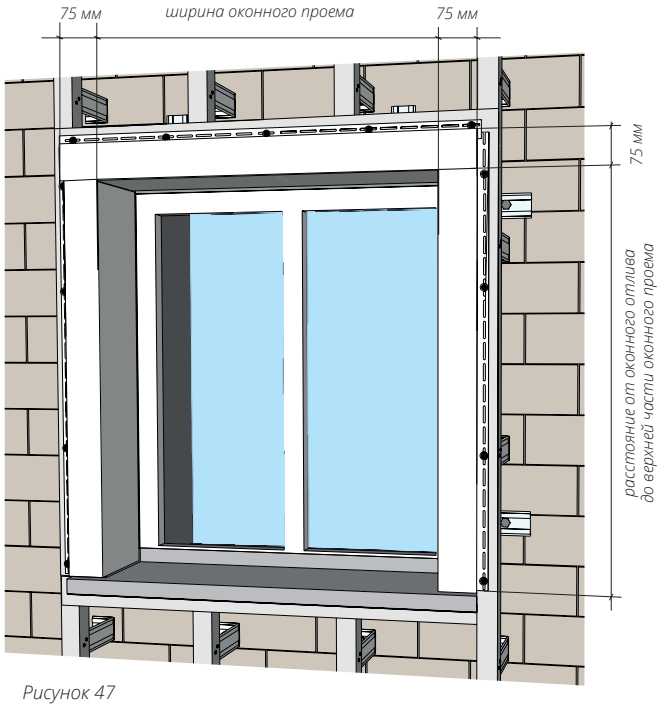

*Рисунок 47*
**15.3** Первой монтируется верхняя околооконная планка. Ее размер равен ширине оконного проема + 150 мм (рис. 47) (150 мм – это перехлест околооконных планок с левой и правой стороны). Далее монтируется левая и правая околооконная планка. Ее размер равен расстоянию от оконного отлива до верхней части оконного проема + 75 мм (рис. 47).